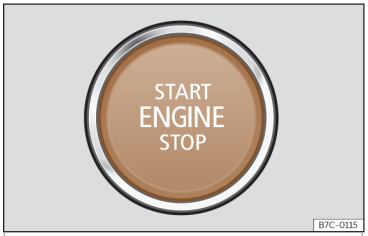

Fig. 134 Pulsador de arranque.
Al acceder al vehículo el pulsador de arranque››› **fig. 134** parpadea para llamar la atención sobre él.
• Presione el pulsador de arranque ››› **fig. 134** sin pisar el acelerador. Para que el motor arranque debe haber una llave válida en el vehículo. Tras arrancar el motor la iluminación del pulsador START ENGINE STOP se mantiene fija indicando que el motor esta arrancado[1)].
• Presione brevemente el pulsador de arranque››› **fig. 134** .